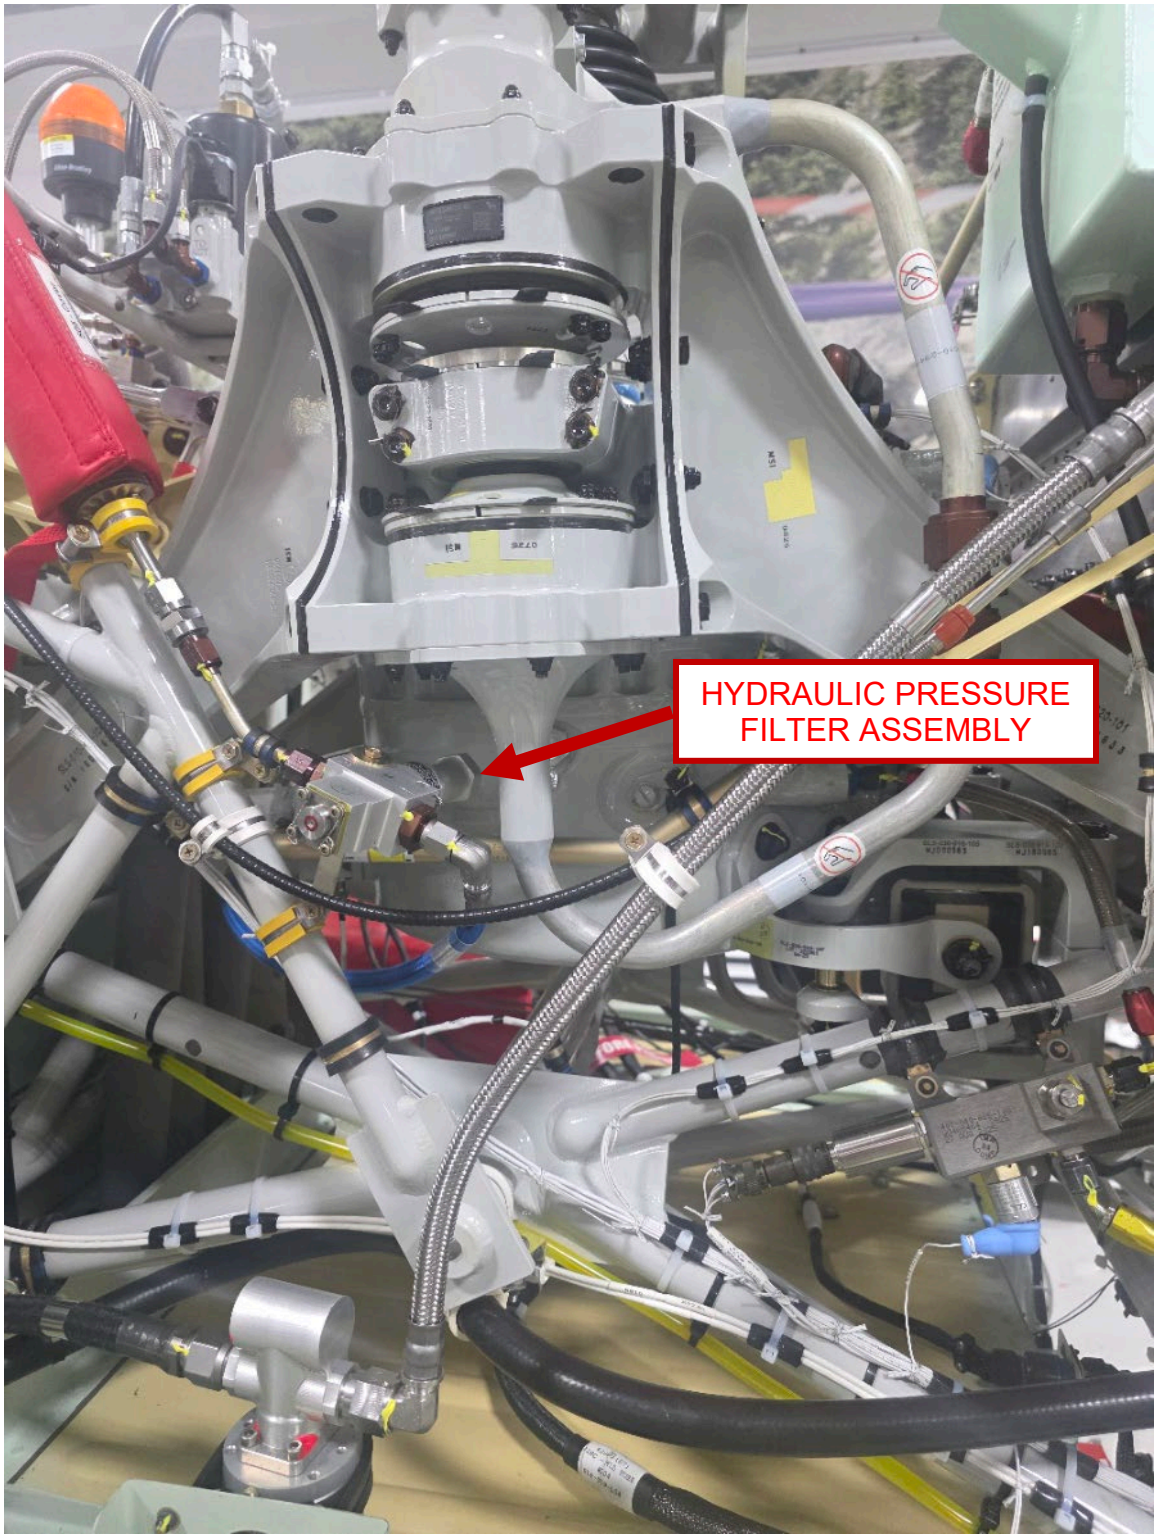

FIGURE 1 – INSTALLATION OF HYDRAULIC PRESSURE FILTER ASSEMBLY (LOOKING INBOARD FROM LEFT SIDE)
The clearance requirements have already been incorporated in the hydraulic filter pressure assembly installation procedure (DMC-505-A-29-10-09-00A-720A-A Figure 1, Sheet 2 of 2)
4. Verify a minimum clearance of 1.0 inch (25.4 mm) between the hydraulic pressure filter assembly and the rigid transmission oil tube assembly (Figures 1 and 2).